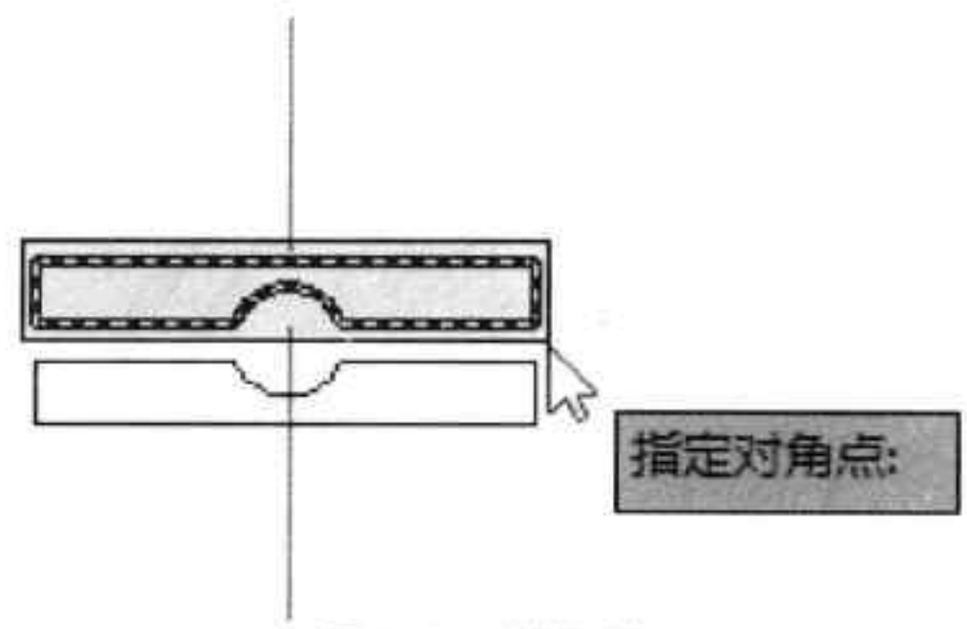

图21-27 选择对象
Step 12 执行“面域”命令，根据命令行提示，选择对象，如图 21-27 所示。